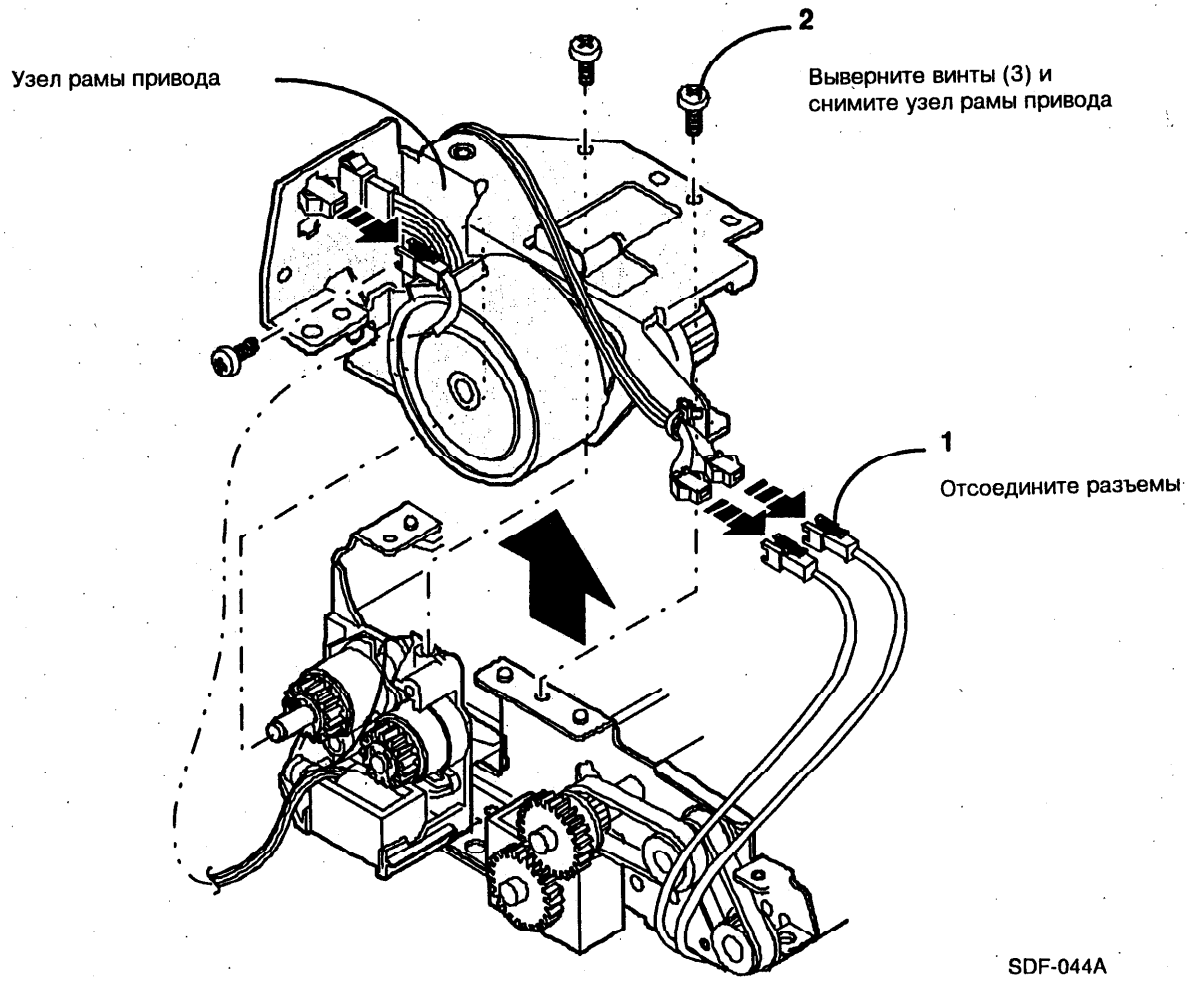

Рис. 1. Снятие узла рамы привода SDF
2. (Рис. 1) Снимите узел рамы привода SDF.